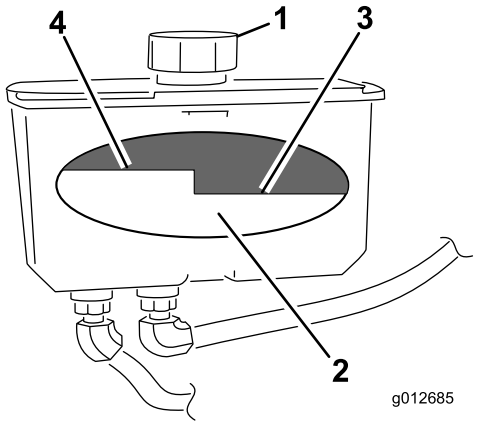

Figura 74
4. Pulite attorno al collo del bocchettone e del tappo del serbatoio idraulico (Figura 74).
5. Togliete il tappo dal bocchettone di riempimento. Guardate all'interno per controllare il livello del fluido nel serbatoio. (Figura 74).
Nota: Quando è caldo, il fluido deve raggiungere la parte superiore del segno Hot sul diaframma (Figura 74).